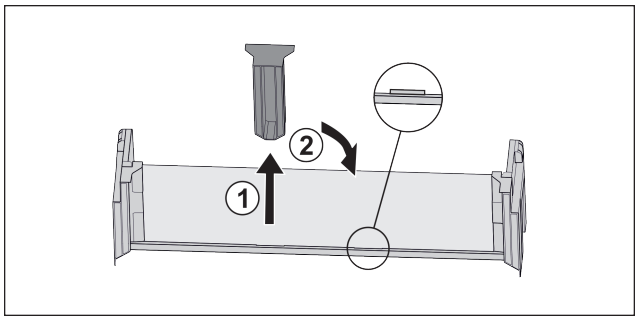

Fig. 19
▶ Снимите среднюю поддерживающую деталь *Fig. 19 (1)*.
▶ Вставьте среднюю поддерживающую деталь во вторую позицию *Fig. 19 (2)*.